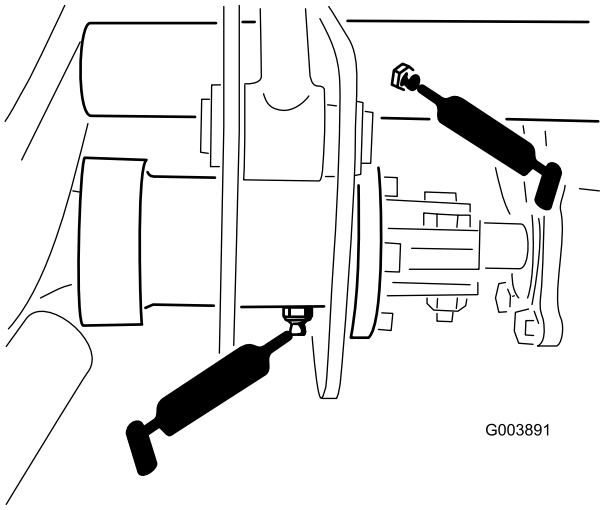

**Figuur 44**
- 5 smeernippels op de draaipunten van de hefarmen (Figuur 44)
- 1 smeernippel op de koppeling van de aandrijfas (Figuur 44)